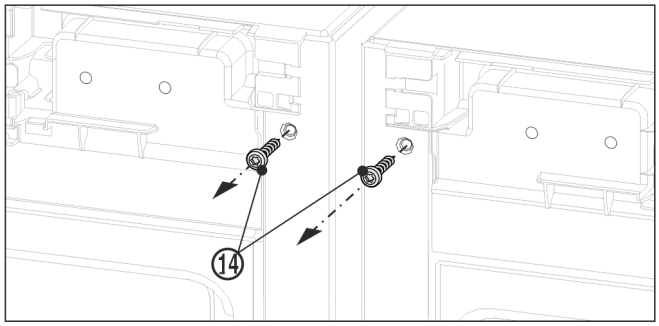

Fig. 12
- ▶ Vor der Montage des oberen Winkels beide Erdungsschrauben *Fig. 12 (14)* herausdrehen.